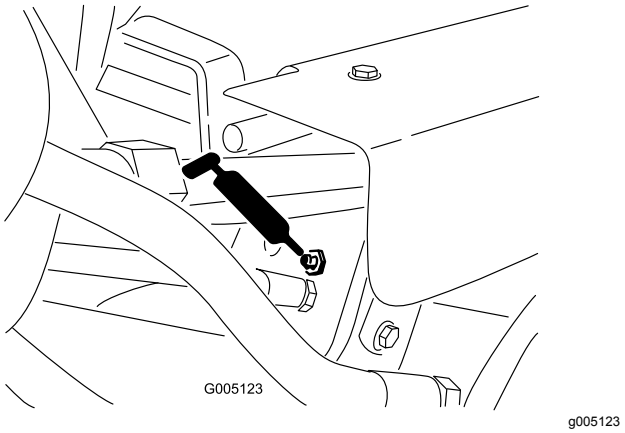

Figur 32
- Løftesylinderne (3) (Figur 32)